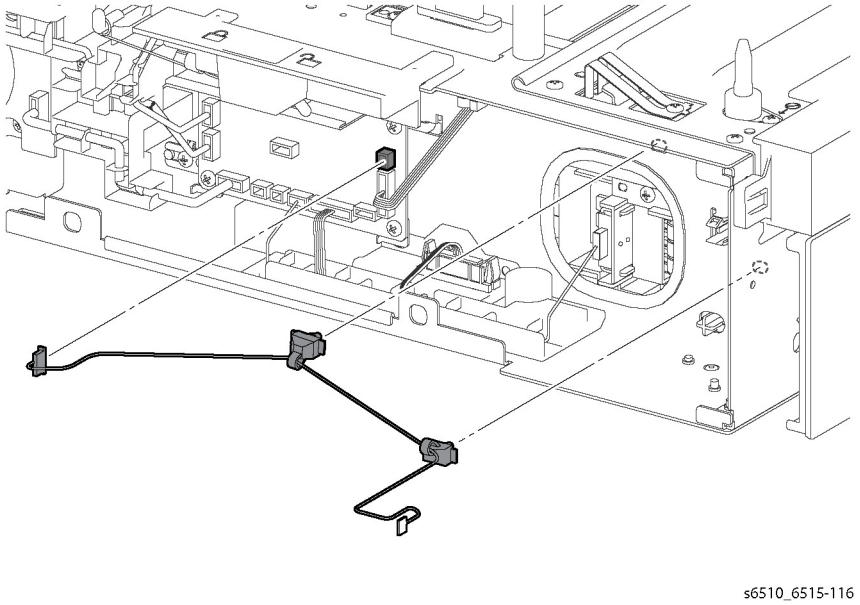

Figure 2 Remove the LED Harness Assembly
6. Refer to Figure 2 to unplug the connector (P/J813), remove two clamps, and remove the LED Harness Assembly.